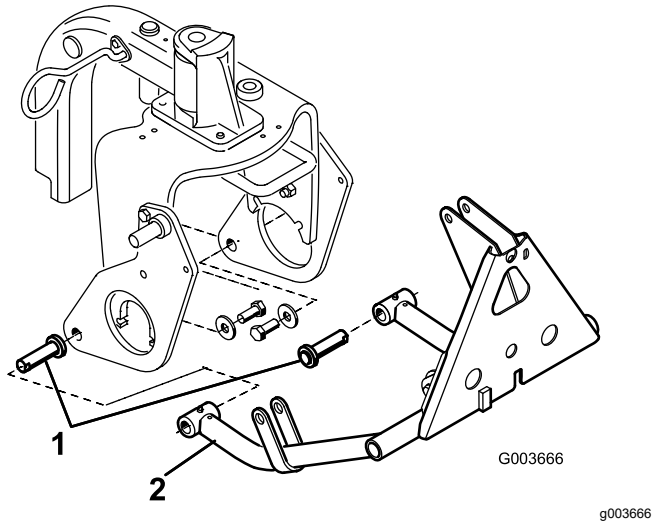

Figura 13
3. Inserite un perno del cilindro in ciascun tubo del braccio di spinta come illustrato nella Figura 13.
4. Inserite i tubi dei bracci di spinta nelle piastre della pala destra e sinistra allineando le guide dei perni del cilindro con i fori delle piastre della pala (Figura 13).
5. Montate ciascun perno del cilindro su ciascuna piastra della pala con un bullone (⅝" x 1½") e una rondella (1,68" diametro esterno x 0,65" diametro interno), come illustrato nella Figura 13.